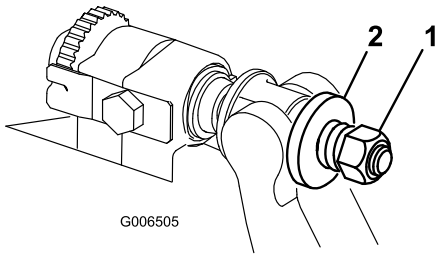

Figur 23
6. Stram fjærspenningsmutteren til fjæren bryter sammen. Skru deretter ut 1/2 gang (Figur 23).